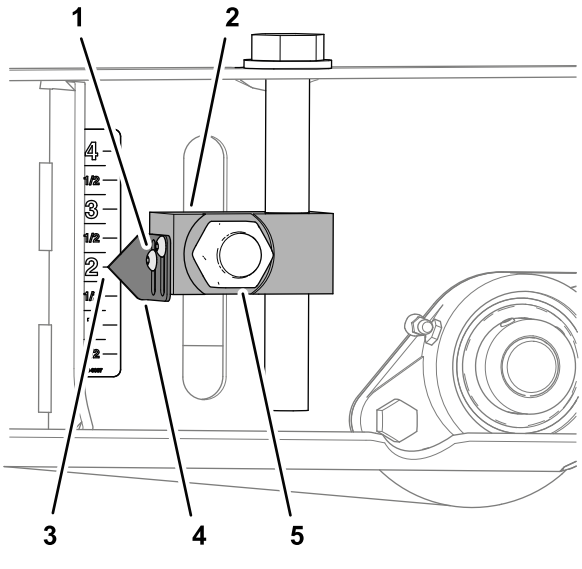

Rysunek 84
6. Poluzuj 2 śruby imbusowe mocujące 2 wskaźniki do bloku regulacji wysokości cięcia, ustaw wskaźniki na oznaczeniu 51 mm na etykiecie i dokręć śruby (Rysunek 84).
7. Dokręć 4 śruby mocujące 4 bloki regulacji wysokości cięcia (Rysunek 82 i Rysunek 84) przednich i tylnych rolek z momentem od 322 do 396 N·m.